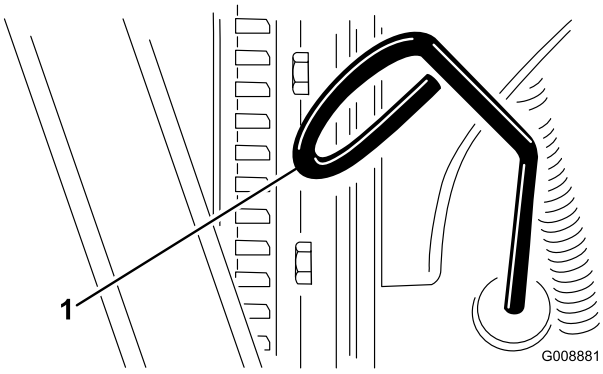

Figuur 37
2. Verwijder de peilstok (Figuur 37) en veeg deze af met een schone doek.